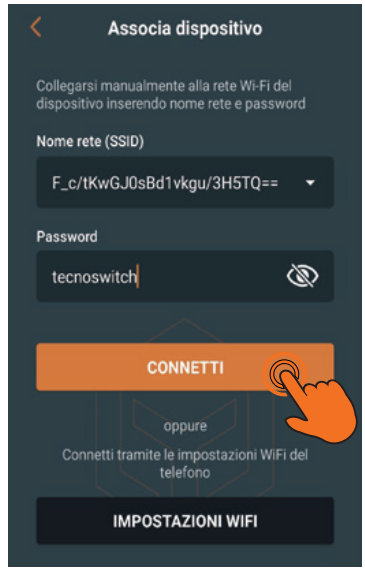

Fig.60A
- **Android**: Selezionare la rete Wi-Fi del cronotermostato indicata dal suo pairing code, inserire la password "**tecnoswitch**", premere "**CONNETTI**" e consentire il collegamento (Fig.60A).